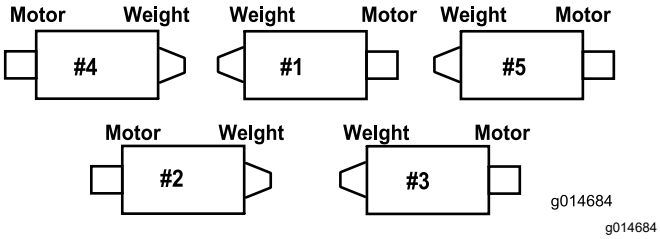
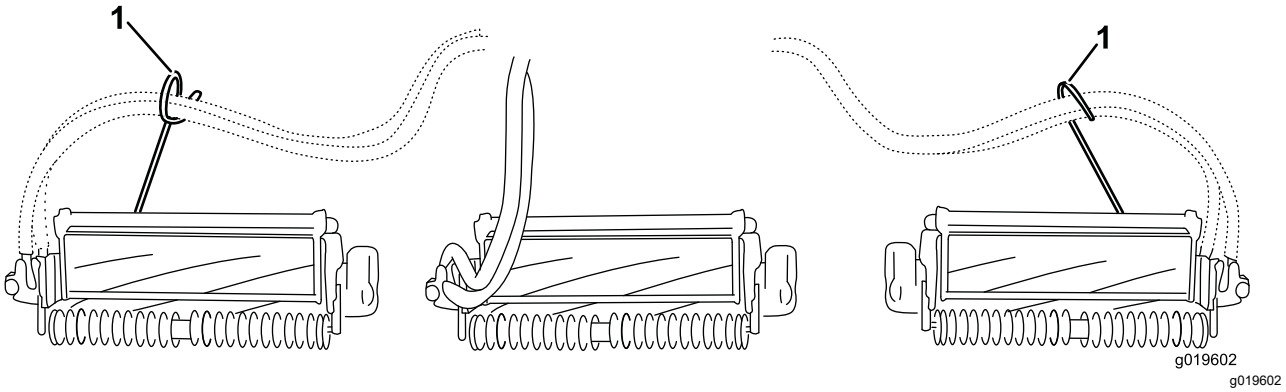
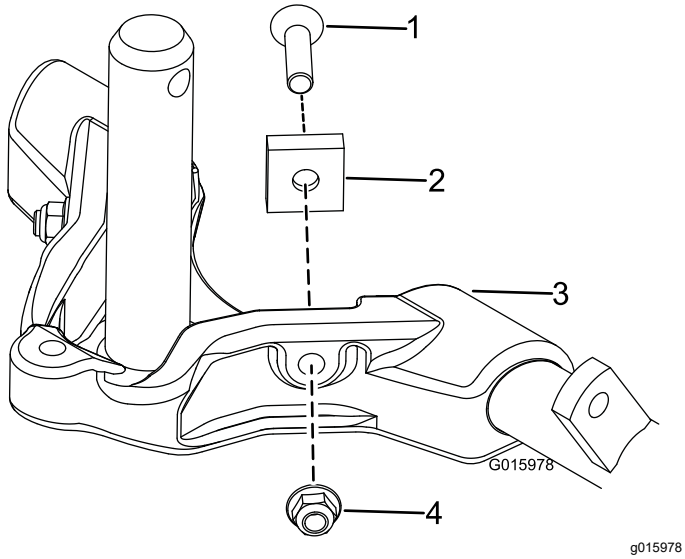

図 12
図 14
図 15
重要 **#4左前カッティングユニットと、#5右前カッティングユニットでは、ロッドブラケット取り付けナットを使って、各ユニットのタブの前に、ホースガイドを取り付ける。ホースガイドは、中央カッティングユニットに向かって傾斜するのが正しい図 12図 14。**
6. 後ろのカッティングユニット2番と3番のキャリア・フレームから、ピボット・スペーサ、六角ソケットねじ、およびフランジロックナット各2図 15を取り外すことにより、これらのカッティングユニットの首振り追従性能を向上させることができます図 12。